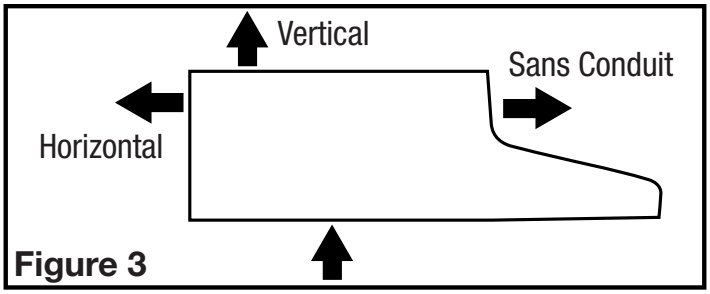

Figure 3
1. Choisir le type de conduits qui sera requis. Ce modèle est équipé pour souffler tant verticalement qu'horizontalement dans un conduit de 8,25 x 25,4 cm (3-1/4 po x 10 po). Il peut être modifié pour devenir soufflé au travers d'un conduit rond de 17,78 cm (7 po) avec l'addition d'un clapet modèle E-22a ou RDC7 (non inclus) **(Figure 3).**